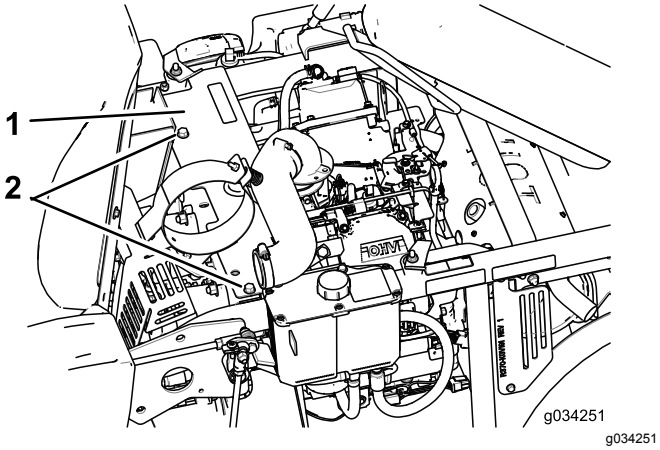

**Figuur 32**
7. De spannerarm van de pompriem smeren (Figuur 32).